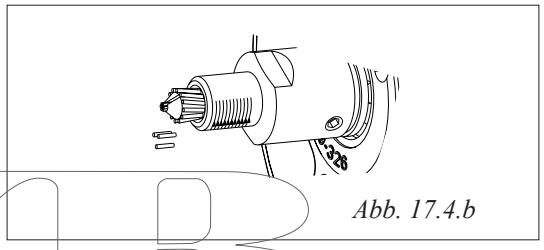

Abb. 17.4.b
6. Schneiden Sie die Drähte, die ausserhalb des Konus liegen in gleicher Länge mit der Biegung ca 5 mm ab. Siehe Abb. 17.4.b.